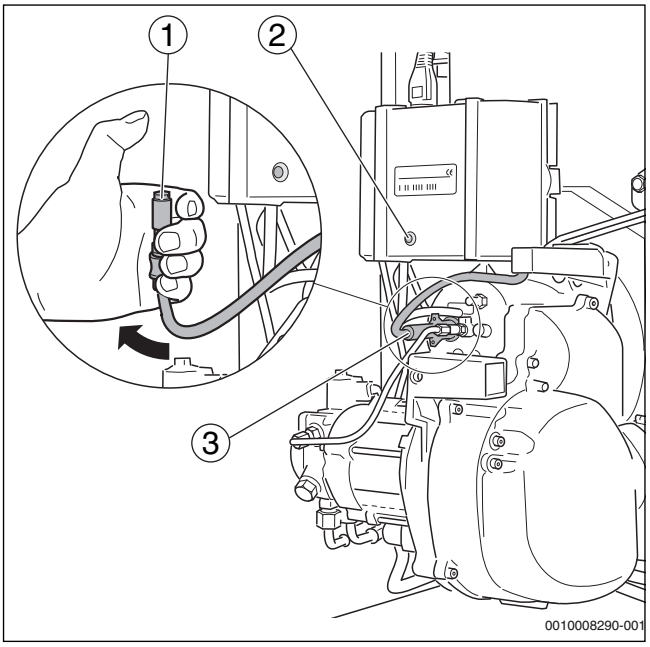

Fig. 26 Vérifier le fonctionnement du détecteur de flamme
- ▶ Retirer la sonde de détection de flamme de son support en la maintenant à la poignée prévue à cet effet, pendant le fonctionnement du brûleur (→fig. 26, [3])
- ▶ Placer la sonde de détection de flamme face à la lumière (→fig. 26, [1]). Après le redémarrage, il doit y avoir une mise en défaut.
- ▶ Après un délai d'attente d'env. 30 secondes, déverrouiller l'automate de combustion en appuyant sur la touche reset (→fig. 26, [2]).